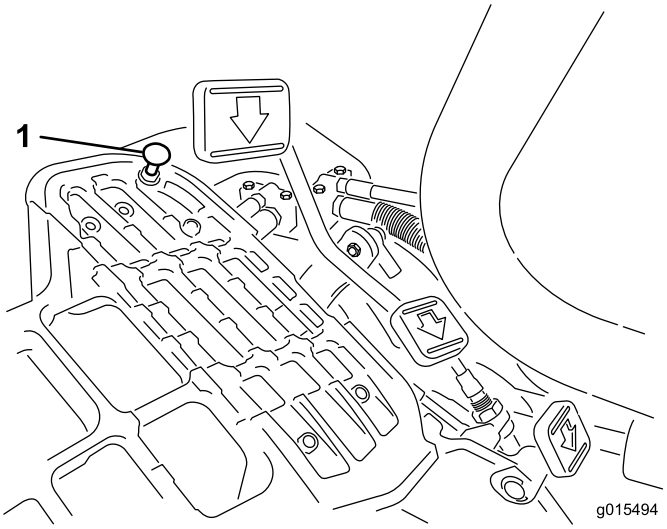

**Figur 50**
Du kommer upp i maximal transporthastighet genom att sätta funktionsreglaget i transportläget och trycka ned gaspedalen. Det behövs en justering om pedalen nuddar vid stoppet (Figur 50) innan anspänningen känns i kabeln:
1. Flytta funktionsreglaget till transportläget och lossa på låsmuttern som fäster pedalstoppet vid golvplattan (Figur 50).